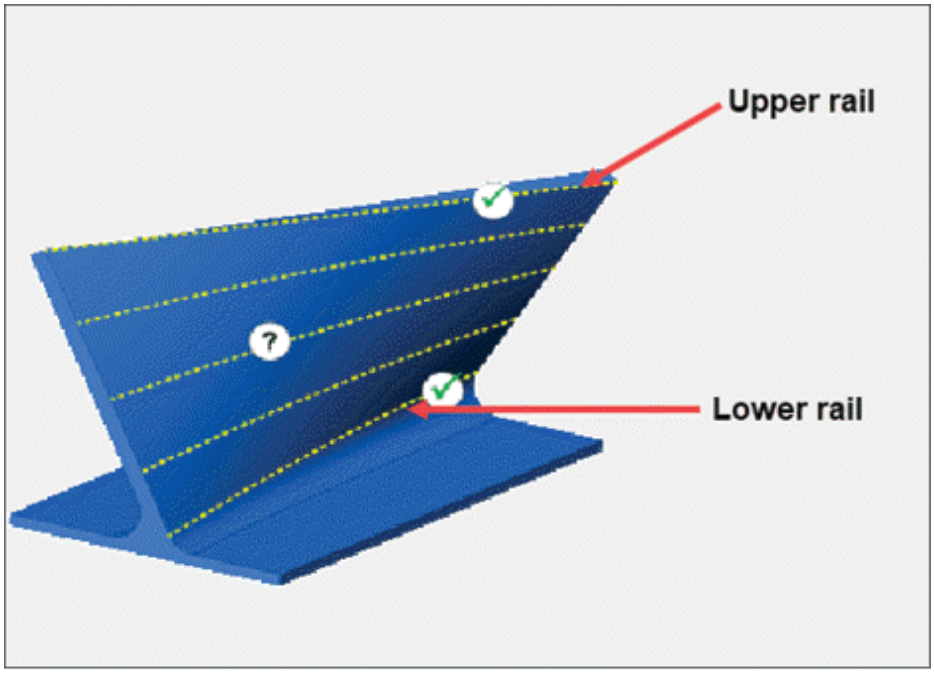
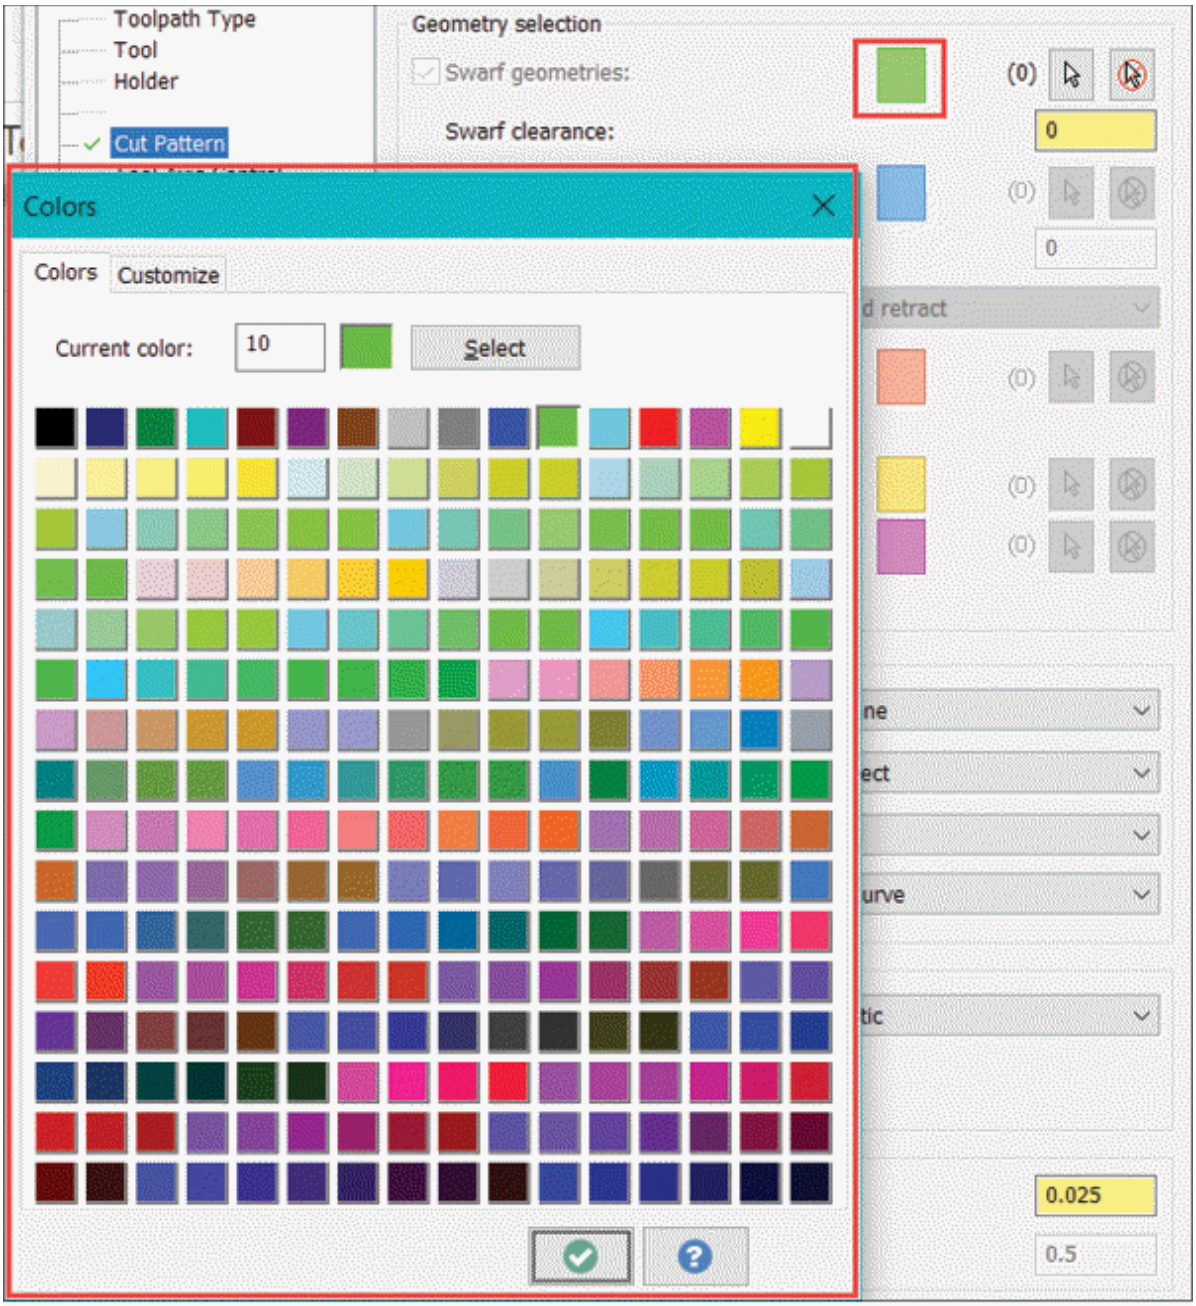

Figure-8. Rail curves for swarf toolpath
Figure-9. Colors dialog box1
- Select the **Guide curves** check box to select upper rail curve and lower rail curve; refer to Figure-8. Note that you can change the graphical representation colors of various geometric entities by using respective **Colors** buttons adjacent to selection buttons. The **Colors** dialog box will be displayed to modify the color; refer to Figure-9. Select desired color and click on the **OK** button to apply changes.